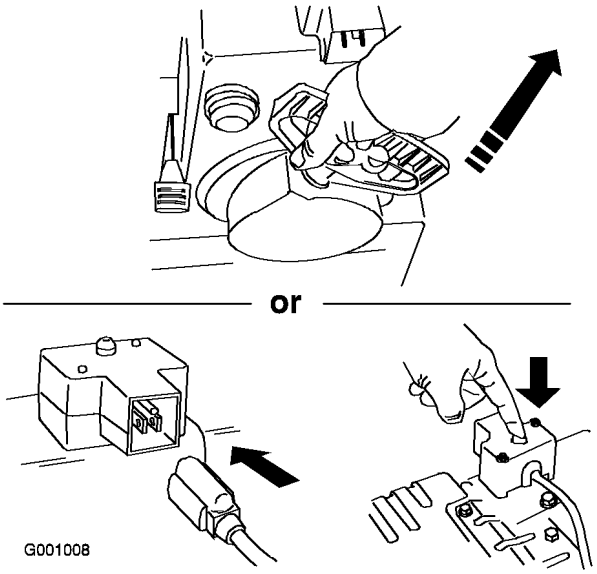

Figur 30
7. Start snøfreseren ved å bruke tilbakespolingsstarteren eller den elektriske starteren (Figur 30).